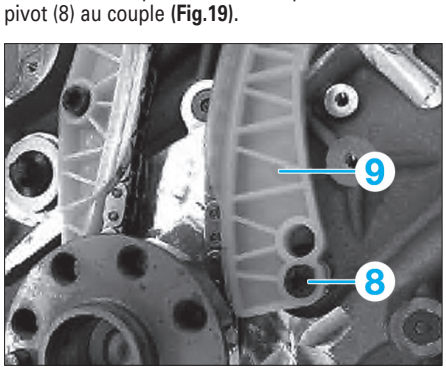

Fig. 19
• Visser les vis-pivots (4) et les serrer au couple.
• Positionner le patin-tendeur (9) puis visser la vis-pivot (8) au couple **(Fig.19)**.